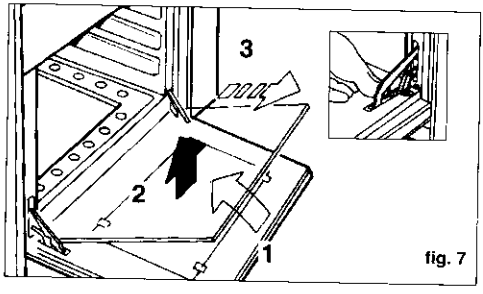

fig. 7
(fig. 7), ouvrir la porte; appuyer sur les languettes; entrebaîller la porte (1); la soulever légèrement pour permettre aux charnières inférieures de sortir des fentes (2); ôter ensuite la porte (3) et veiller à ce que les deux charnières supérieures sortent de leur sièges. Après le nettoyage, renverser les opérations susdites pour remonter la porte.